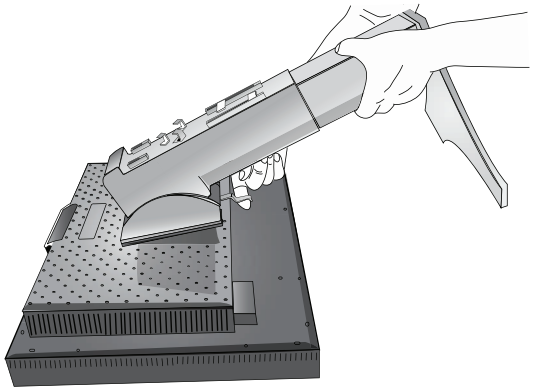

Figura S.3
5. Sollevare il fondo del supporto per sganciarlo dal monitor (**Figura S.3**). Ora è possibile montare il monitor con un metodo alternativo. Per rimontare il monitor sul supporto, ripetere queste operazioni nell'ordine inverso.